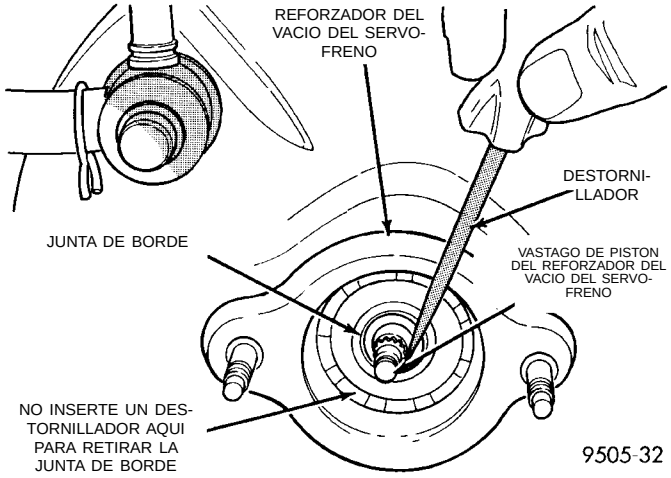

Fig. 19 Desmontaje del sello de vacío del reforzador de vacío
(10) Retire el sello de vacío (Fig. 19) situado en la parte delantera del reforzador del vacío del servofreno. Para retirar el sello de vacío, inserte **con cuidado** un destornillador pequeño entre el vástago de pistón del reforzador del vacío del servofreno y el sello de vacío (Fig. 19) y haga palanca para extraer el sello de dicho reforzador. **No intente extraer el sello del cilindro maestro insertando una herramienta entre el sello y el reforzador del vacío del servofreno.**